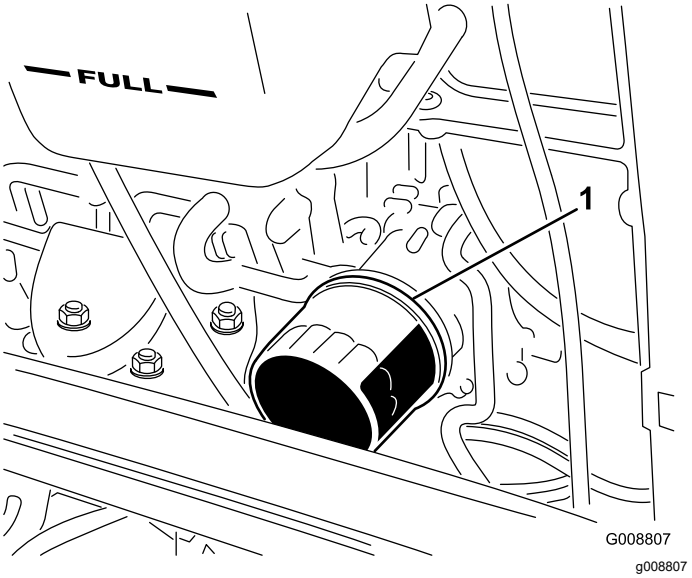

Figuur 90
4. Verwijder het oliefilter (Figuur 90).